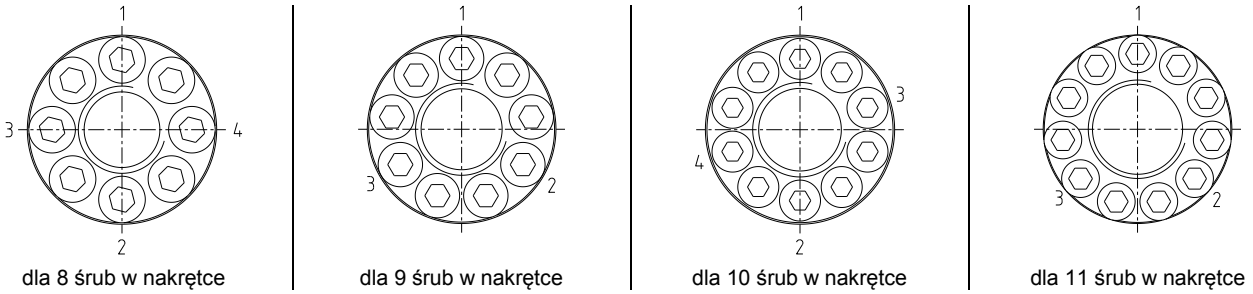

rysunek 28: dokręcanie śrub dociskowych
- Dokręcić powyższe śruby (patrz rysunek 28) momentem obrotowym o połowie wartości podanej w tabeli 11 a następnie momentem odpowiadającym wartości z tabeli 11.